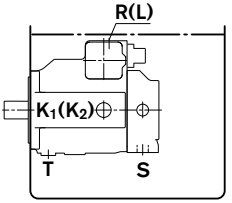

図 3
a) 最小液面レベルが、ポンプの上部の縁に等しいか、またはそれより上の場合: ドレンポートおよび吸入ポート S はオープンです (図 3 を参照)。